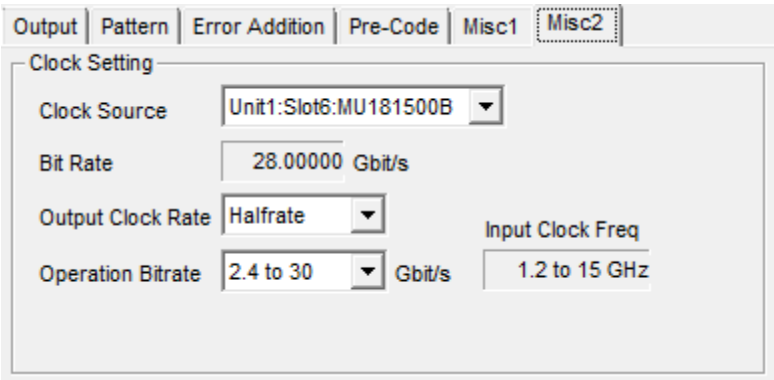

Figure 3.3.2-1 Clock Source Settings (When Using Jitter and External Clock Source)
2. In the MU183020A screen, select a bit rate range of data to output from the **Operation Bitrate** drop-down list. For the example in Figure 3.3.2-1, select **2.4 to 30 Gbit/s** to output 28 Gbit/s data.
3. To the Ext Clock Input connector of the MU181500B, input the clock of the frequency displayed in the **Input Clock Freq** box in the MU183020A screen. For the example in Figure 3.3.2-1, 14 GHz clock is input to output 28 Gbit/s data.